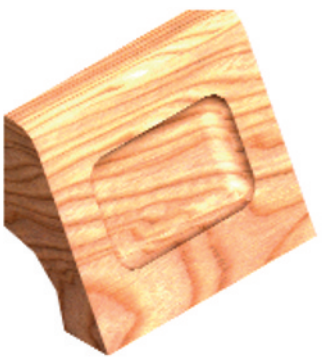

Fig. 17.15 Third example – **UCS**
Third example – UCS (Fig. 17.15)
8. Add lights and a suitable material and render the model (Fig. 17.15).